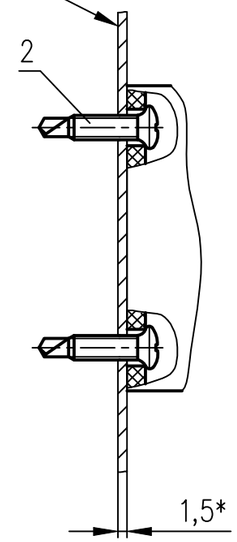

Рис. 4
– по рис. 4 в кирпичной стене выполнить 2 отв. ⌀6мм.